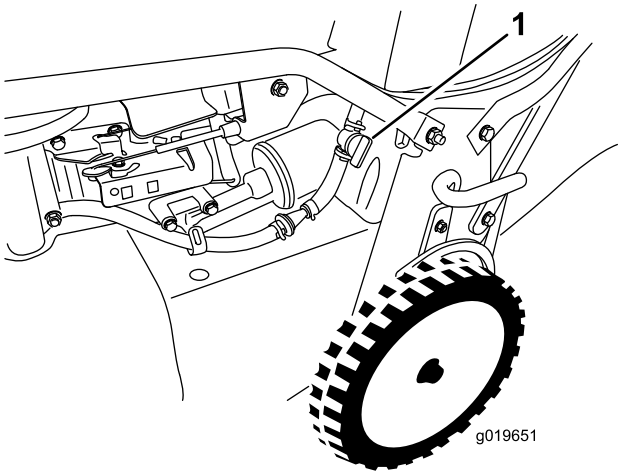

Figur 19
2. Åbn brændstofafbryderventilen (Figur 19).